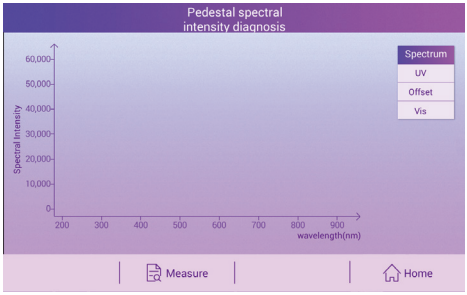

FIG.33
(1) After the spectral intensity diagnosis, click "Spectral Diagnosis" to enter the "Spectral Diagnosis" interface, as shown in FIG.33.
(2) Add 1-2 μl of pure water to the bottom base, lower the upper arm and click "Blank".
(3) Wipe the pure water from the base with clean, dust-free paper, add 2 μl of potassium dichromate to the bottom base and click the "Measure" button to perform the test.
(4) The tested value will be displayed in the current optical density and the average optical density (the average value of multiple potassium dichromate tests), and the corresponding error should meet within 2% error for 1 mm, within 5% error for 0.2 mm, within 15% error for 0.1 mm, within 35% error for 0.05 mm, and within 45% error for 0.03 mm.